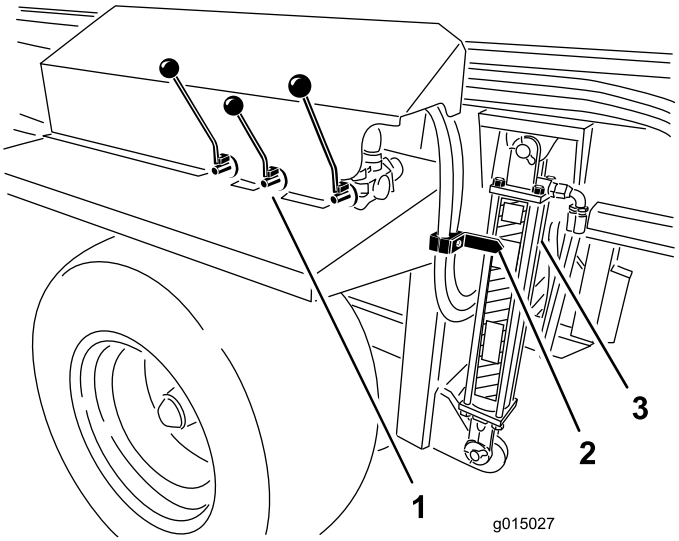

Figur 35
Brug de hydrauliske styreenheder (på SH-modellen) eller den trådløse styreenhed (på EH-modellen) til at justere hovedtragtens hydraulikcylindre, sådan at pilen står ud for den GRØNNE del af mærkaten på hydraulikcylinderen (Figur 35).
**Vigtigt: Når der køres, men ikke spredes, skal maskinen hæves til den maksimale sikkerhedsafstand og den dobbelte spinder slås fra (Figur 35).**